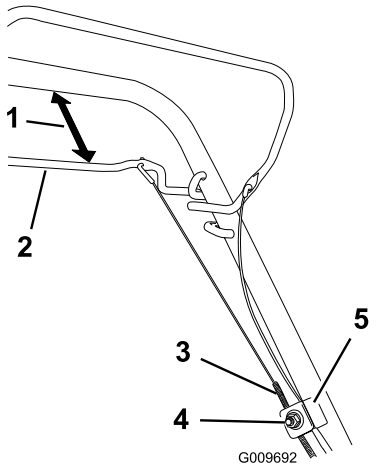

**Figuur 27**
1. Draai de moer van de kabelbeugel los (Figuur 27).
2. Houd de stang van de zelfaandrijving 25 tot 38 mm van de handgreep verwijderd (Figuur 27).
3. Trek de kabelmantel omlaag (naar de maaimachine toe) om alle speling uit de kabel te halen (Figuur 27).